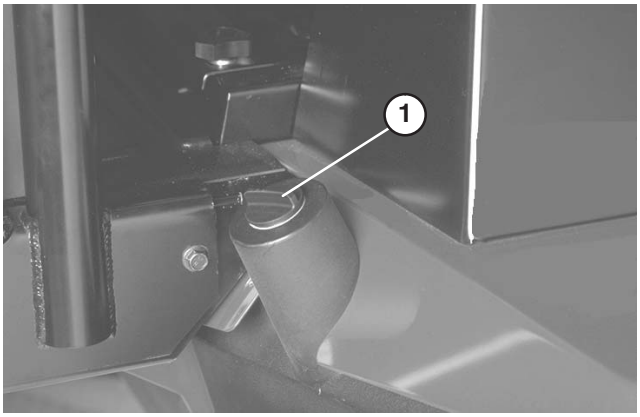

Bild 18
2. Reinigen Sie den Bereich um den Einfüllstutzen und den Deckel des Hydrauliktanks (Bild 18). Schrauben Sie den Deckel vom Einfüllstutzen ab.